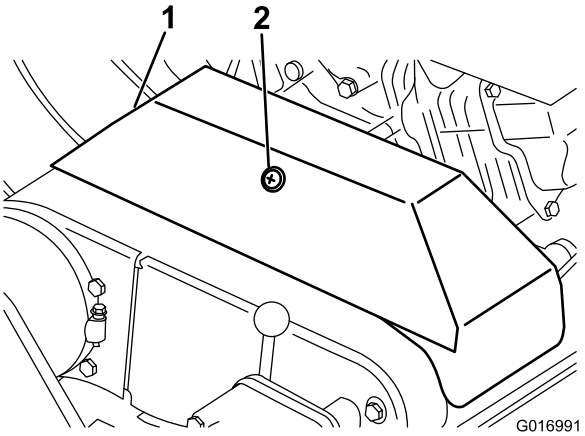

Figur 33
3. Løsn den holder, som fastgør kileremskærmen, og drej for at åbne skærmen (Figur 33).